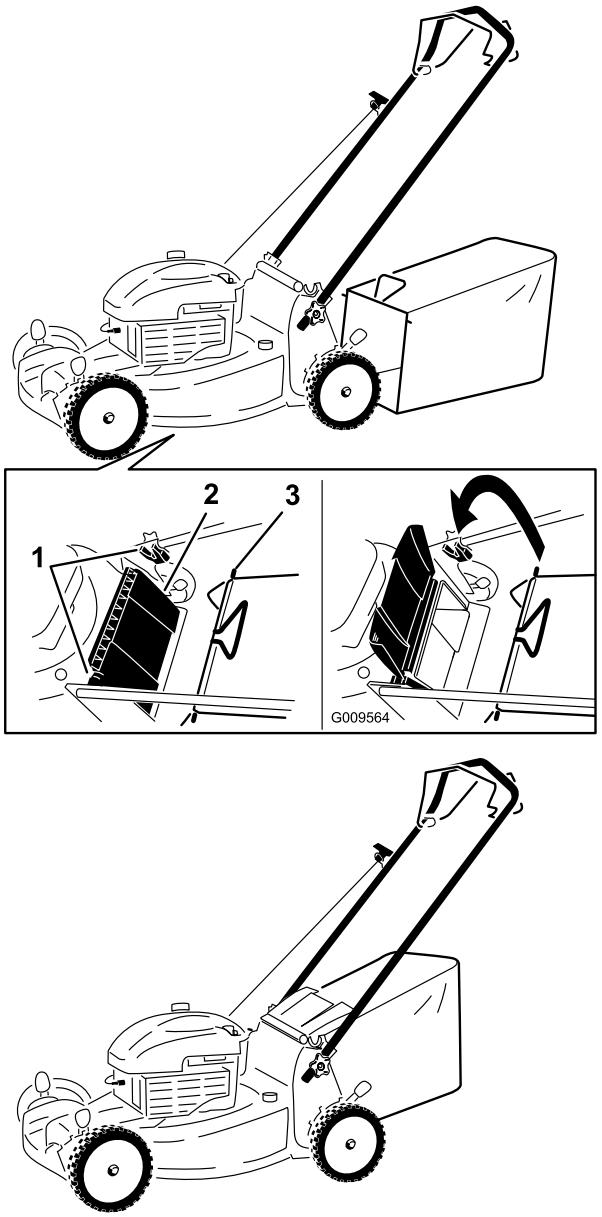

**Figuur 14**
1. Zet de afvoergeleider aan de achterzijde omhoog en houd hem in deze stand (Figuur 14).
2. Plaats de graszak en zorg ervoor dat de pennen van de zak in de inkepingen op de handgreep rusten (Figuur 14).